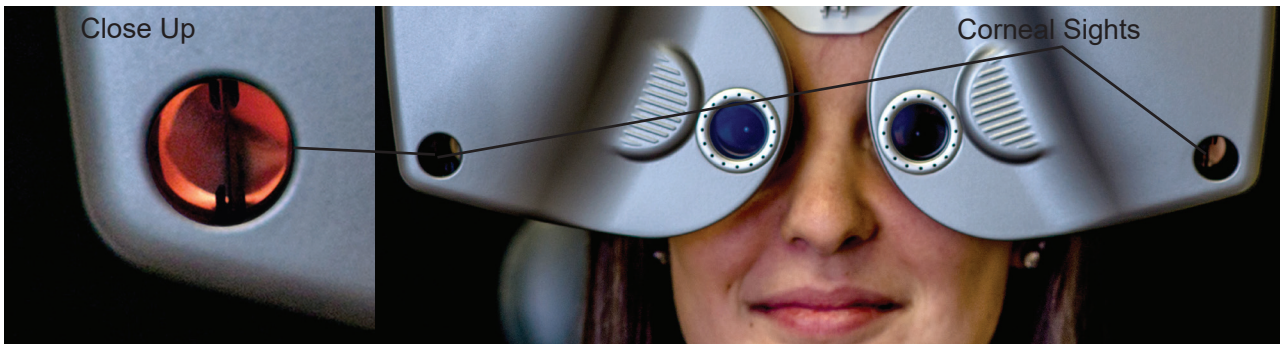

Figure PE-02, Corneal Sights
8. Look into the Corneal Vertex Distance Windows and line up the corneas by turning the forehead rest knob, so the target line and the target mark superimpose. (Please refer to Figure PE-02.)